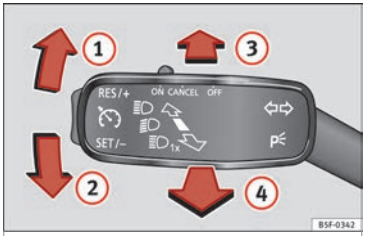

Fig. 131 Turn signal and main beam lever.
- Move the lever ››› **Fig. 131** up (1) or down (2).
- Press the lever ››› Fig. 131 forward in the direction indicated by arrow 3.
- Pull the lever ››› Fig. 131 towards the steering wheel (point of resistance) in the direction indicated by arrow 4.
– Move the turn signal lever ››› Fig. 131 ››› page 118 up or down to turn on the right or left-hand parking lights respectively.